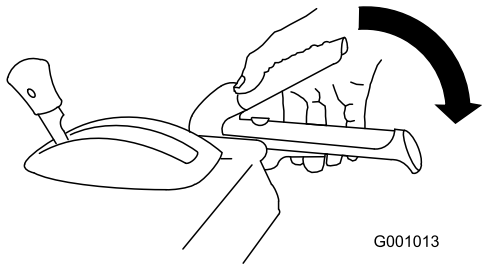

Figur 36
1. Pressa ned det högra reglaget (matarskruvs-/impellerreglaget) till handtaget för att koppla in matarskruvs-/impellerdrivningen (Figur 36).